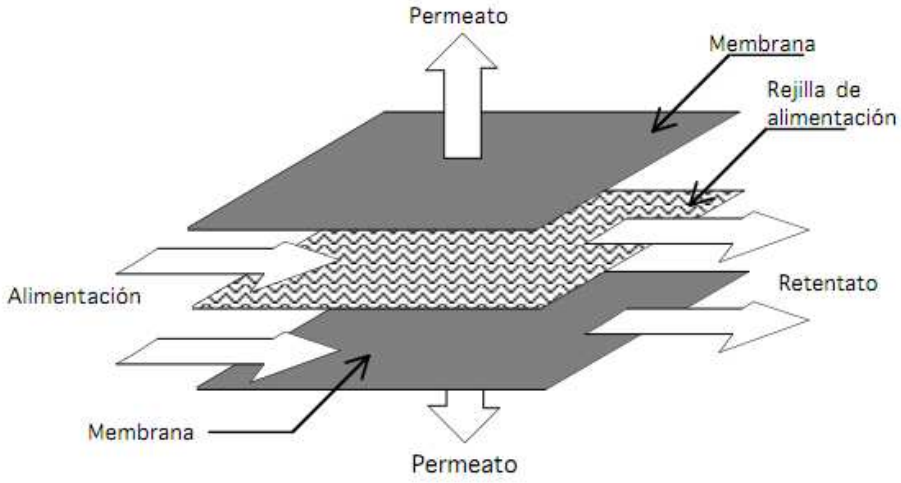

Figura 2.5: Apilamiento de membranas planas
- **Membranas planas:** Son poco utilizadas industrialmente debido a que presentan una baja área de contacto en comparación con el resto de tipos. El principio de funcionamiento, como se puede seguir en la figura 2.5, se basa en un apilamiento que consta de dos membranas separadas por una rejilla destinada a transportar el fluido de alimentación. El permeado se recoge a ambos lados de las membranas, mientras que el caudal de retenido o rechazo sale paralelo a éstas.